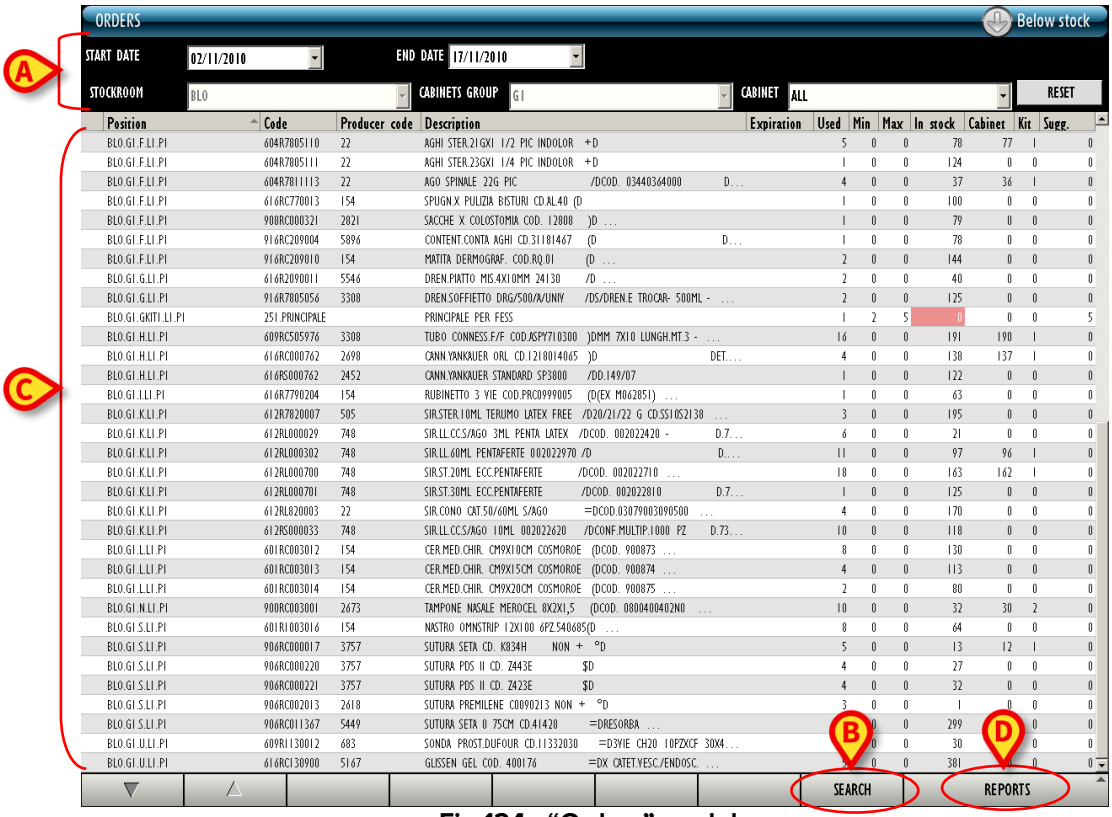

Fig 124 - “Orders” module
- Insert the available data in the search filters (Fig 124 **A**).
- Click the **Search** button on the command bar (Fig 124 **B**).
The list of resources whose features match those specified in the filters is displayed (Fig 124 **C**).
- Click the **Reports** button on the command bar (Fig 124 **D**).